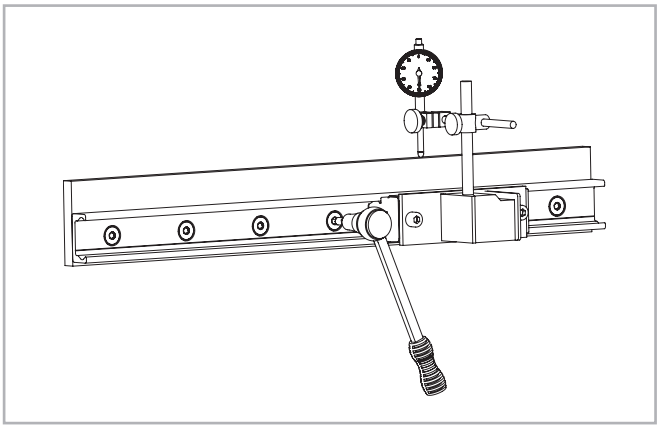

Fig. 154
(2) Install a dial indicator so that the offset of the rail to a reference line can be measured. Now position the slider in the center of the rail and set the dial indicator to zero. Move the slider back and forth between each two hole spacings and carefully align the rail. Fasten the three center screws of this area now with the the specified tightening torque, see fig. 154.
(3) Now position the slider on one end of the rail and carefully align the rail to zero on the dial indicator.